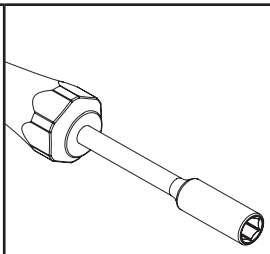
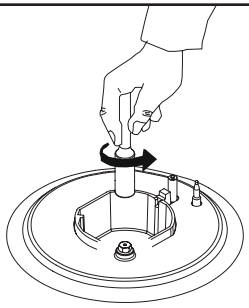

Figura 2
Figura 3
2. Desmonte el inyector girándolo con la ayuda de un destornillador (7 mm) con la punta como se muestra en la figura 2 (Véase la figura 3).